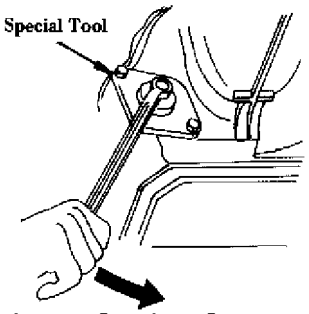

Fig. 2: Using Flywheel Turning Tool
4) Remove the special tool (Fig. 2) and reinstall the starter.